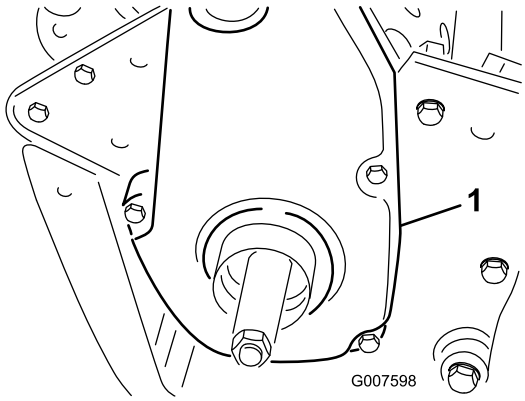

**Figura 47**
6. Retire a cobertura traseira da correia do lado direito da máquina (Figura 47).